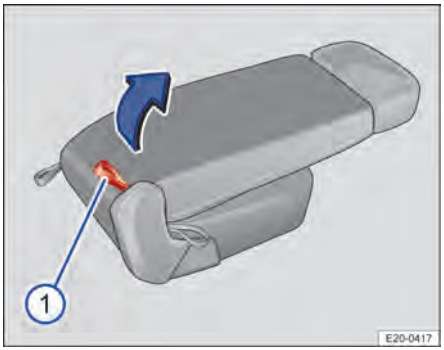

**Fig. 61** Segunda fila de asientos: volcar el asiento hacia delante.
2. Tire del lazo rojo → fig. 61 ① situado en la parte posterior del asiento en cuestión y vuelque el asiento hacia delante.